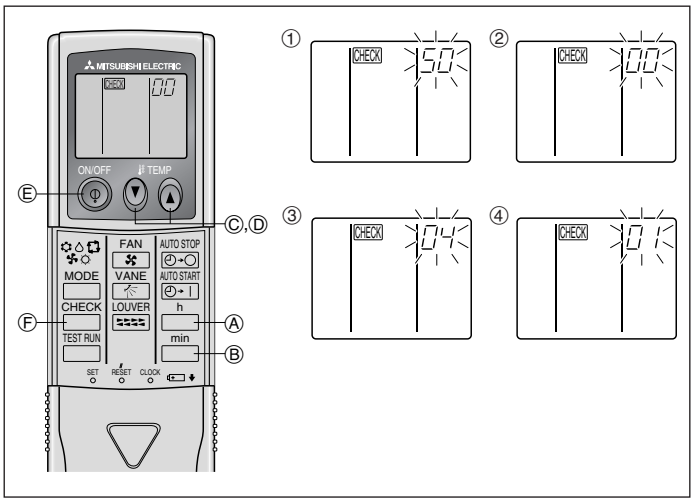

Fig. 6-9
⑧ Press the MODE button Ⓔ and mode and the setting number (Ⅰ) and (Ⅱ) will change to being on constantly and the contents of the setting can be confirmed.
⑨ Press the FILTER Ⓐ and TEST RUN Ⓑ buttons simultaneously for at least two seconds. The function selection screen will disappear momentarily and the air conditioner OFF display will appear.
2) For wireless remote controller (Fig. 6-9)